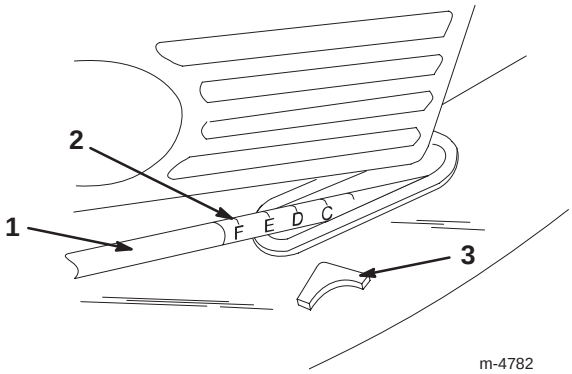

Bild 16
5. Heben Sie den Griff an oder drücken ihn nach unten. Verwenden Sie dabei den Zeiger und die Schnitthöheneinstellung am Verbindungsgestänge, um den Rasenmäher auf die korrekte Schnitthöhe einzustellen (Bild 16).